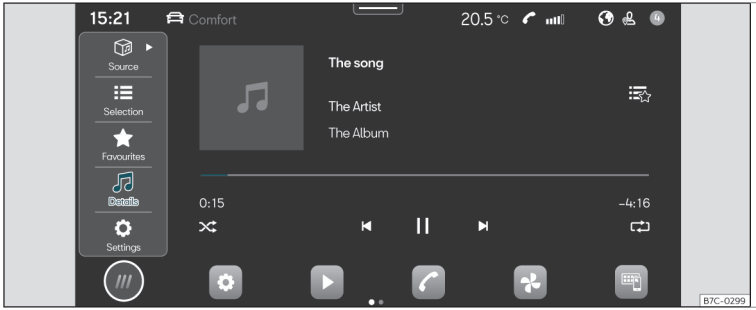

Fig. 133 Reprezentare schematică: Ecranul multimedia
- Apăsați **pagină de pornire** > ▶››› **fig. 133** .